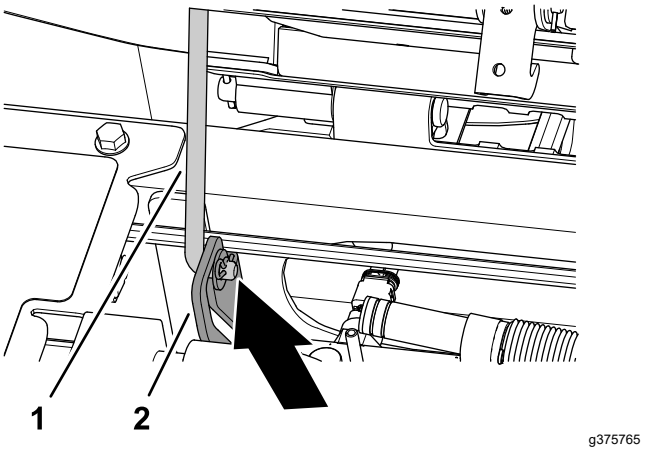

Figuur 98
3. Zorg ervoor dat de voorste steunstang in de sleuf van de geleiderplaat van de stang zit (Figuur 98).